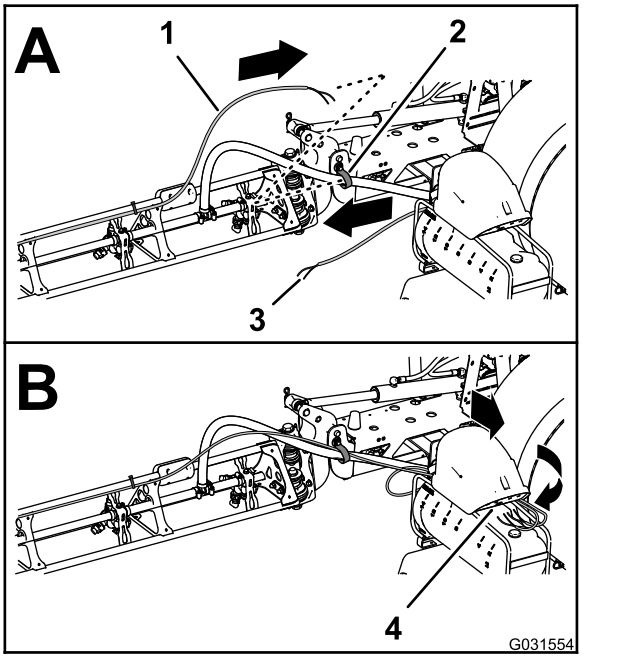

Figur 212
1. Dra rören för skummunstyckena på insidan av vänster och höger sprutrampssektion och genom R-klämman nära vridpunkten för sprutrampssektionen (Figur 212).
2. Dra slangarna framåt längs insidan av tankens kompressor (Figur 212).